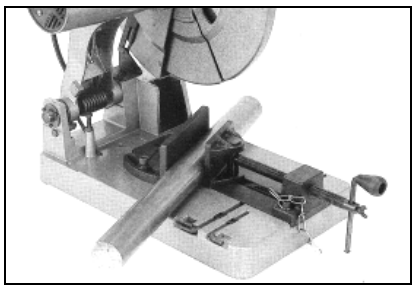

Fig 5
To extend the clamping range, varous mounting positions for the vise jaw (G, Fig 5) are provided.
The vice pressure plate (F) will automatically match the work piece (Fig 5).